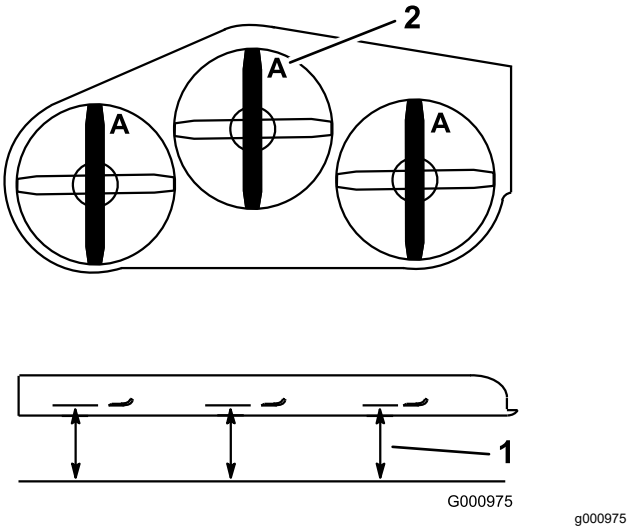

Figure 95
4. Au point **A**, mesurez l'écart entre la surface plane et le bord coupant de la pointe des lames (Figure 95).